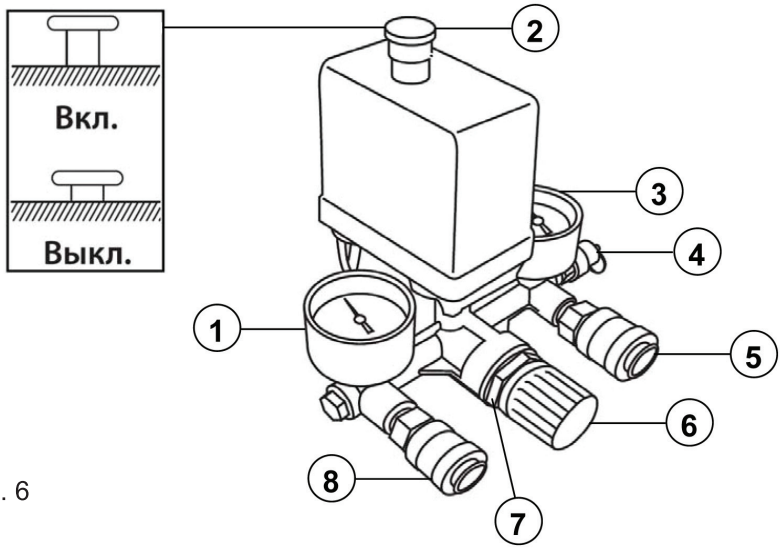

Рис. 6
зетку, имеющую контакты заземления (Рис. 5), предварительно проверив, что выключатель реле давления 2 (Рис. 6) находится в положении выключено «О» (OFF).;
3. Включите компрессор красной кнопкой реле давления (прессостата), потянув ее вверх в положение Вкл. (Рис. 6). Компрессор запустится и начнет накачивать воздух в ресивер. После достижения заданного верхнего уровня давления (8 бар) компрессор остановится. По мере расходования воздуха давление в ресивере падает и, когда оно достигает нижнего заданного уровня (разница между верхним и нижним уровнем давления 2 бар), компрессор автоматически включится. Компрессор продолжает выполнять этот цикл в автоматическом режиме до тех пор, пока его не выключить с помощью выключателя реле давления, нажав его вниз в положение Выкл. (Рис. 6).
Давление в ресивере можно проверить по показаниям манометра 3 (Рис. 6). Максимальное давление в ресивере 8 бар.
Регулировка давления возможна только на выходе 8 (Рис. 6). Давление на выходе регулируется ручкой редуктора 6 (Рис. 6). Вращая ручку редуктора по часовой стрелке, давление на выходе увеличивается, против – уменьшается (Рис.6).
Для визуального контроля давления на выходе используется манометр 1 (Рис. 6).
После регулировки выходного давления на редукторе необходимо зафиксировать ручку редуктора контргайкой 7 (Рис. 6).
Для останова компрессора нажмите на кнопку прессостата в положение Выкл. (Рис. 6). После завершения работы с компрессором отключите его от электросети и стравите воздух из ресивера.